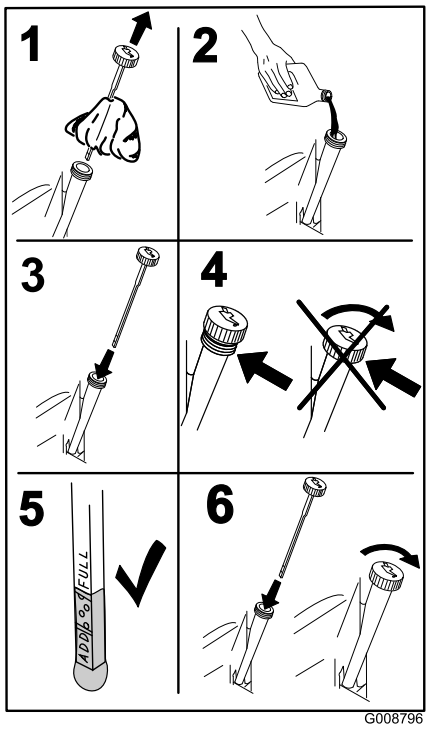

Figuur 34
7. Giet langzaam ongeveer 80% van de gespecificeerde olie in de vulbuis en voeg langzaam de rest van de olie toe tot het peil de markering **Vol** bereikt (Figuur 34).